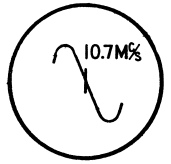

Fig. 11
| 2 | 〃 | 〃 | 〃 | Connect vert. Amp. of scope to point $TP_4$. Common to chassis. | $T_8$ (FM 4th IFT) (S) | Adjust $T_8$ so that 10.7 Mc/s marker appears in the center. (Refer to Fig. 11) |